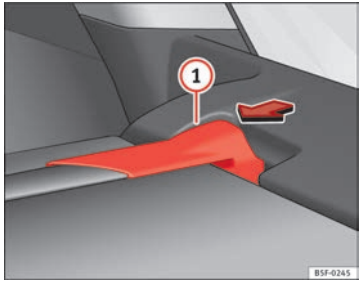

Fig. 95 In the luggage compartment: removing the rear shelf
- Press the rear shelf support ⇒ Fig. 95 (1) in the direction of the arrow.
- Fit the rear shelf support ⇒ Fig. 95 (1) into the right housing.
- Check that the support ⇒ Fig. 95 (1) has engaged properly.